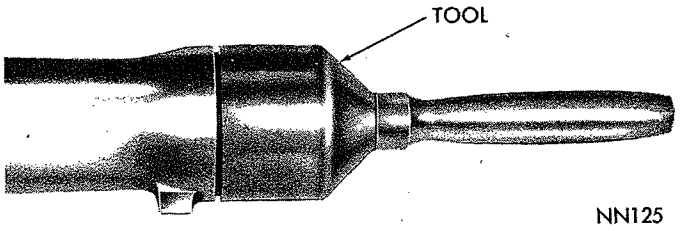

*Fig. 6—Installing Extension Housing Yoke Seal*
(3) To install a new seal, position seal in opening of extension housing and drive it into housing with Tool C-3995 or C-3972 (Fig. 6).
(4) Carefully guide front universal joint yoke into extension housing and on the mainshaft splines. Connect propeller shaft to rear axle pinion shaft yoke.